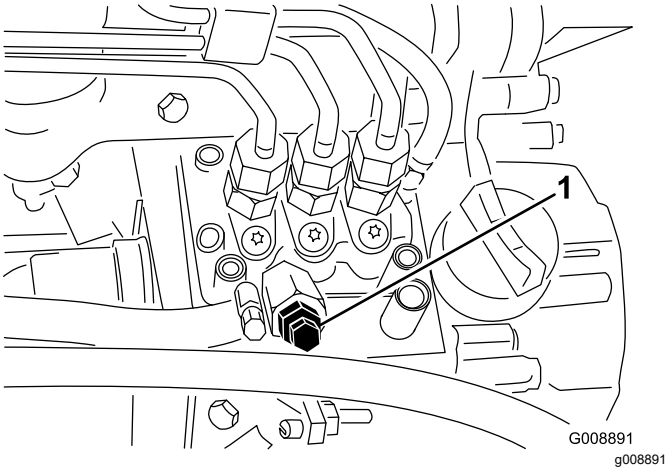

**Figuur 39**
4. Draai de ontluchtschroef op de brandstofinjectiepomp open (Figuur 39).